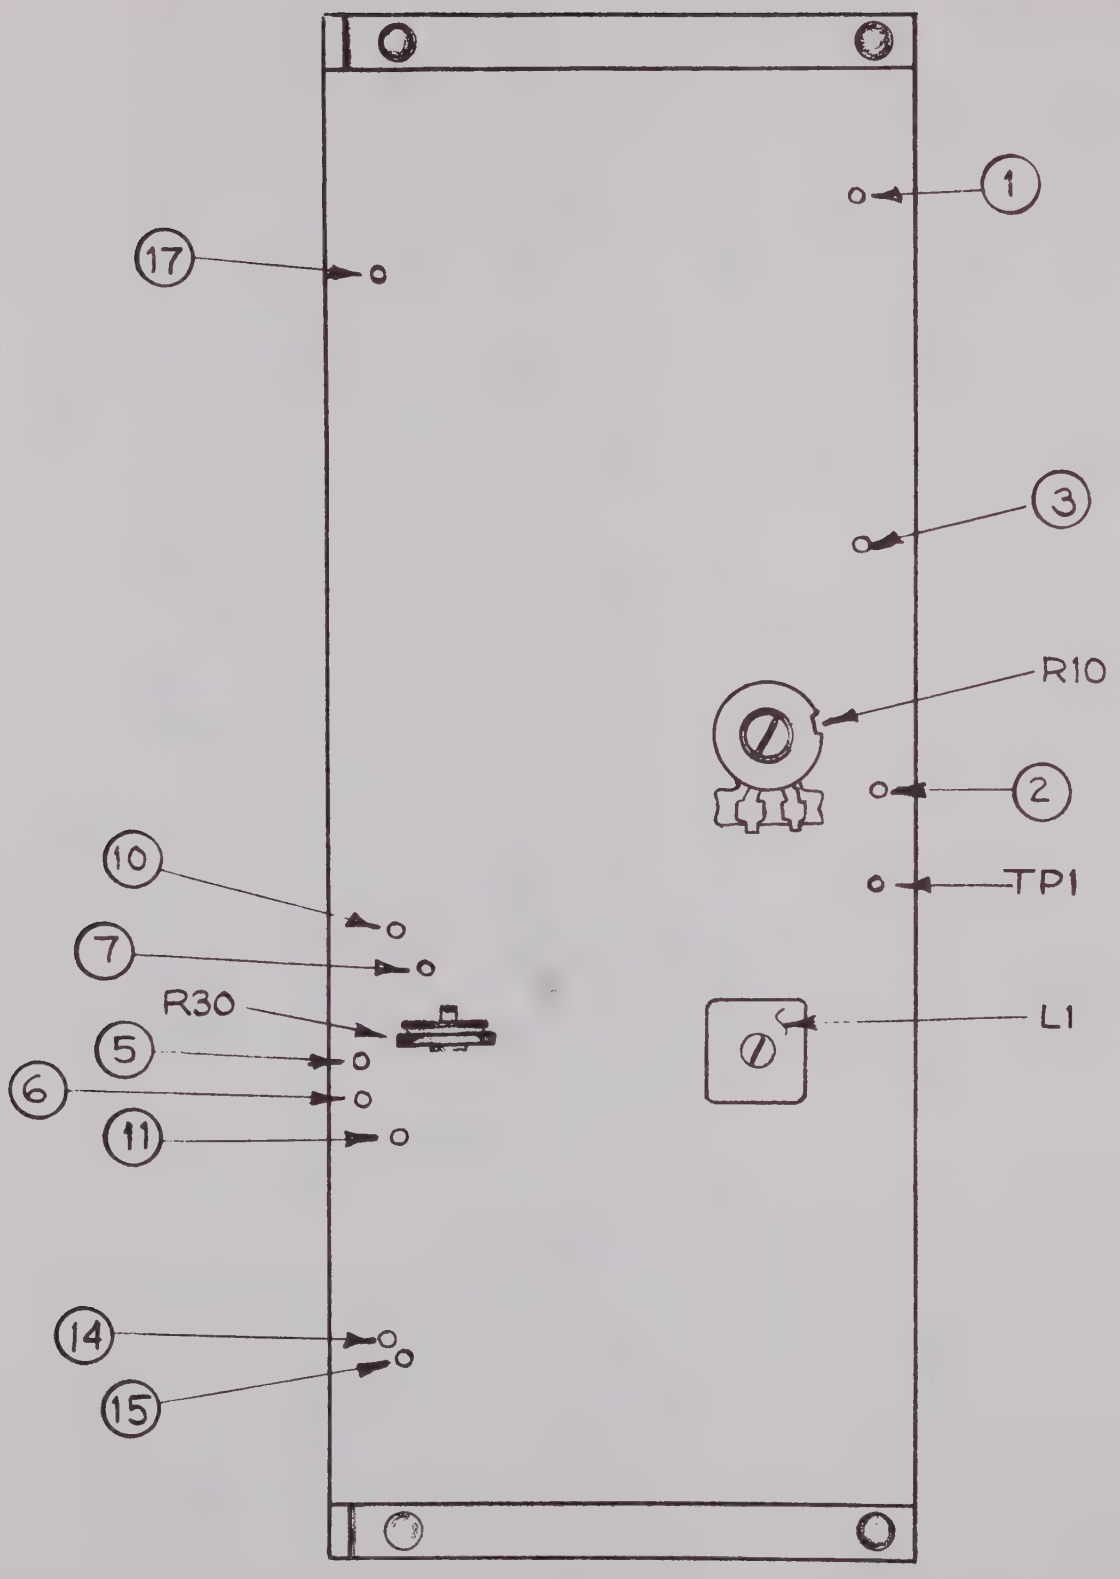

Figure 4-2. A1A3 Board, Location Diagram
4.5.1 BOARD A1A3 ADJUSTMENT (FIGURE 4-2).